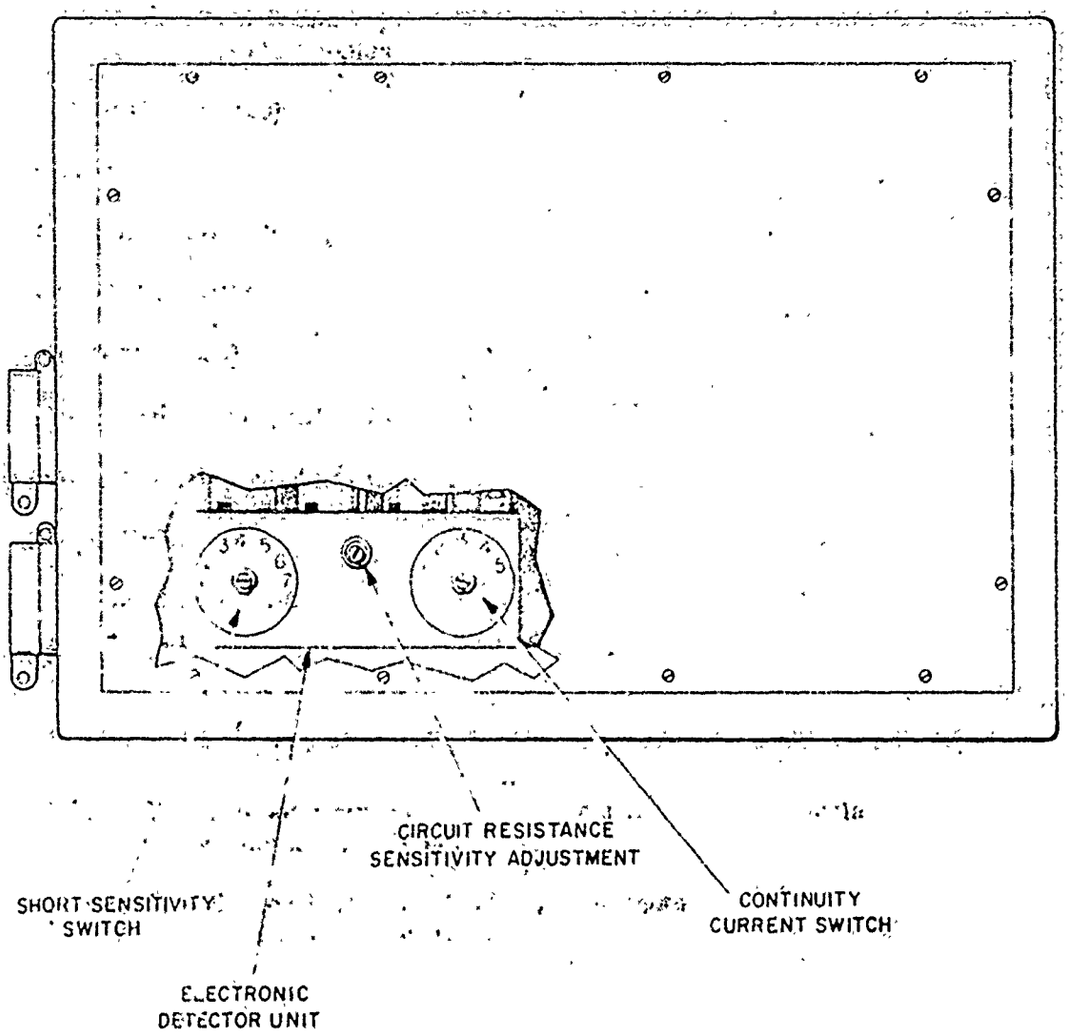

Figure 3. CIRCUIT ANALYZER, REAR VIEW
4.2.1 Remove the back panel of the circuit analyzer exposing the electronic detector unit, Figure 3. Set the short sensitivity switch to line up with number 7 (200 megohms) on the dial, and the continuity current switch to line up with number 7 (2 amps) on the dial.
4.2.3 Rotate circuit resistance sensitivity adjustment, shown in Figure 3, clockwise to the full stop position.